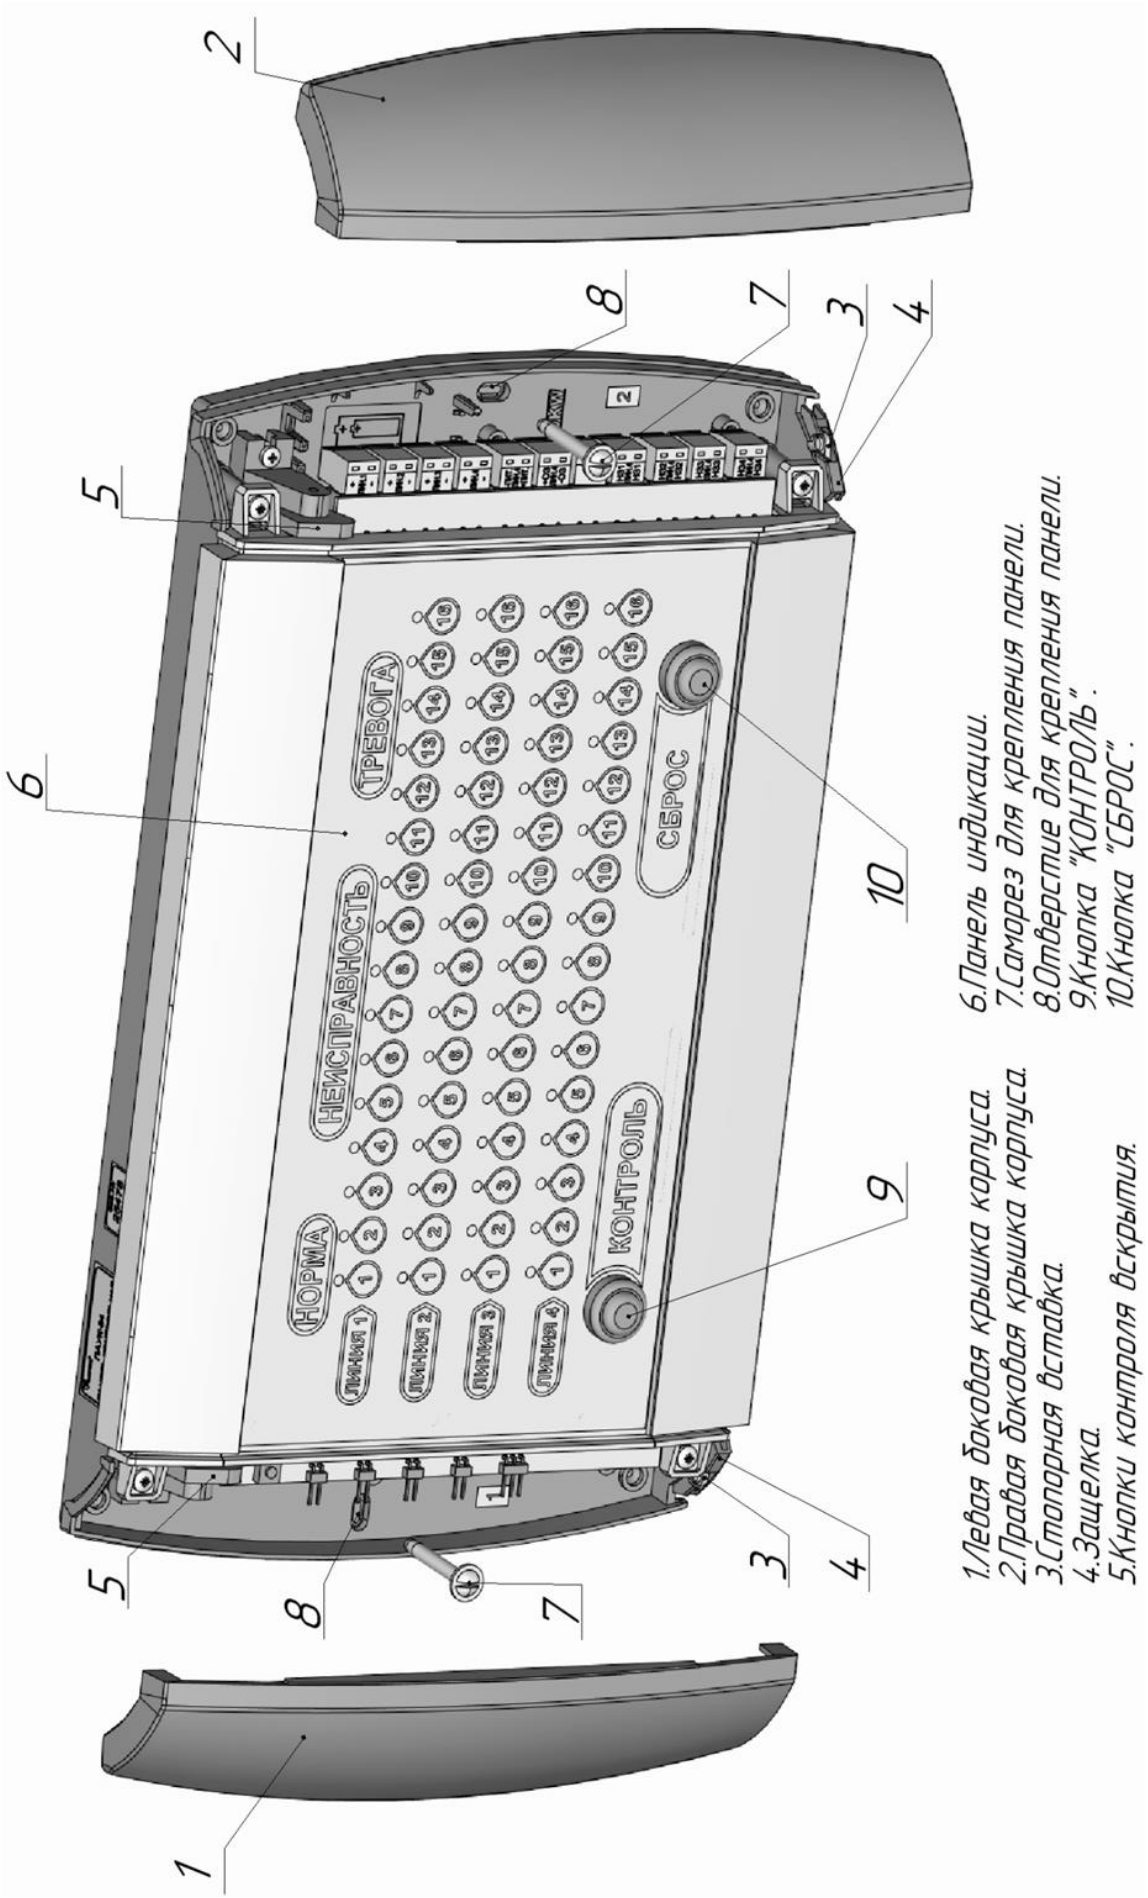

Рисунок 1.1 – Внешний вид контрольной панели
1.4.2.1 Контрольная панель состоит из пластикового корпуса, внутри которого установлена печатная плата с элементами (см. рисунок 1.1 и рисунок 1.2). На лицевой части корпуса расположена панель индикации и управления поз.6 (рисунок 1.1). На боковых частях печатной платы под съемными крышками размещены органы управления и коммутации внешних линий.
1.4.2.2 Боковые крышки корпуса поз.1 и поз.2 (рисунок 1.1) обозначены цифрами «1» и «2» и не являются взаимозаменяемыми. Снятие и установка крышек происходит с зацепом в верхней части и защелкиванием в нижней. На защелках внизу установлены стопорные вставки поз.3 (рисунок 1.1). Для снятия крышек необходимо удалить стопорные вставки шлицевой отверткой 5х100.
Для контроля вскрытия боковых крышек на плате установлены кнопки поз.5 (рисунок 1.1).
1.4.2.3.1 Панель индикации поз.6 (рисунок 1.1), расположенная на лицевой части корпуса, отображает состояние 64 подключенных датчиков или адаптеров.
1.4.2.3.2 Кнопки «СБРОС» поз.10 (рисунок 1.1) и «КОНТРОЛЬ» поз.9 (рисунок 1.1) предназначены для сброса сообщений и проведения контроля работоспособности системы.
1.4.2.3.3 Под крышкой «1» поз.1 (рисунок 1.1) с левой стороны корпуса расположены:
1.4.2.3.4 Под крышкой «2» поз.2 (рисунок 1.1) с правой стороны корпуса расположены съемные винтовые колодки для подключения внешних цепей: